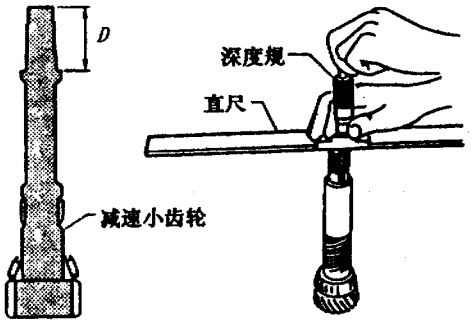

图9-7-7 测量D值
④如图9-7-7所示，测量减速齿轮端和减速齿轮调整垫片配合面之间的尺寸D值。至少测量两处，取平均值。